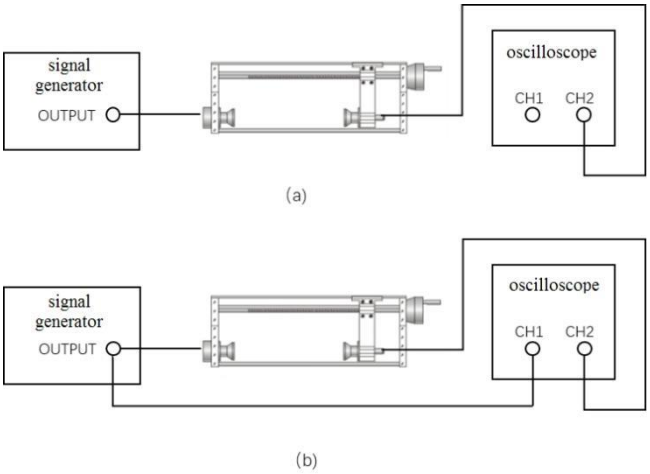

Fig. 5 Instrument Connection Diagram
(1) Set up the circuit as shown in Fig. 5(a).
(2) Move the receiver S_2 to make the waveform amplitude reach a large size, and then adjust the frequency of the signal generator. When the amplitude reaches the maximum, the signal resonates with the transducer and then record the resonant frequency.
(3) Set the receiver and transmitter about 10 cm apart, then move the receiver away from the transmitter. When the amplitude reached its maximum on the oscilloscope, record the position of receiver S_2.
(4) Move the receiver S_2, and record the data when the amplitude reaches the maximum each time.
(1) Set up the circuit as shown in Fig. 5(b).
(2) Choose 'X-Y mode' to get a Lissajous pattern on the oscilloscope.
(3) Move the receiver, until the Lissajous pattern is changed to a line with positive